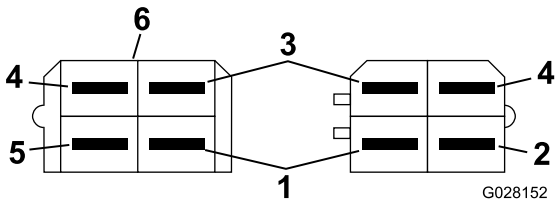

Figura 16
11. Conecte el conector del arnés de cables de la máquina con el cable de color verde/rojo al conector marcado del faro derecho. (Figura 16).